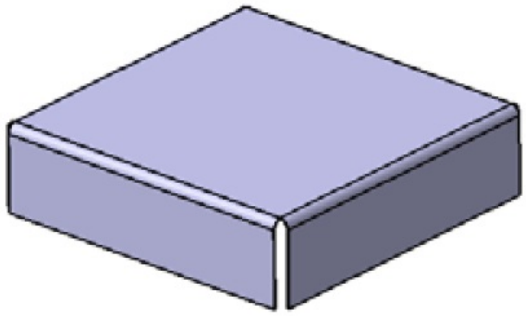

Figure 15-162 *Component with all flanges*
7. Similarly, create three more flanges on the other edges of the base wall. Figure 15-162 shows the Sheet metal component after creating other flanges.